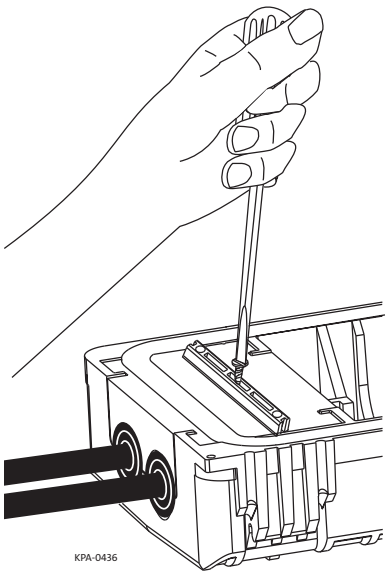

Figure 30
Step 2: Route pigtail fibers from under the splice tray to the appropriate adapter on the right side of the adapter panel (Figure 30). Secure with the provided hook-and-loop straps.
Step 3: Insert one of the bolts just removed into the center hole on the sealing wedge. Tighten screw slowly to force wedge out (Figure 30).